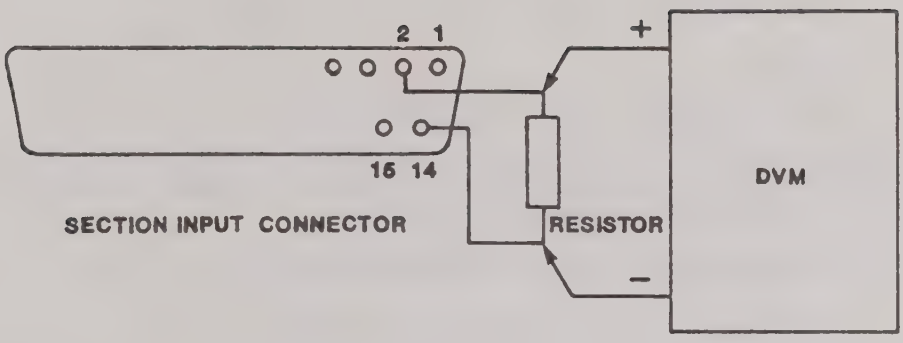

Figure 3-11. Test Connections for Threshold Voltage Adjustment
2. Install the 4.7K-Ohm resistor between sockets 2 (ground) and 14 (Clock Threshold input) at SECTION A (bits 7-0). Connect the DVM positive (+) lead to socket 2 and the DVM negative (-) lead to socket 14 so that the voltage measurement is taken across the resistor. See Figure 3-11.
1. Install the 4.7K-Ohm resistor at sockets 2 and 14 of the SECTION A Input connector (bits 7-0). Connect the DVM positive (+) lead to socket 2. Connect the DVM negative (-) lead to socket 14 so the measurement is taken across the resistor. See Figure 3-11.